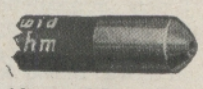

Abb. 6. Normalkappe
1. Normal-Kappen: Kappenanschluß, der zum Einklemmen in Widerstandshaltern geeignet ist (Abb. 6).